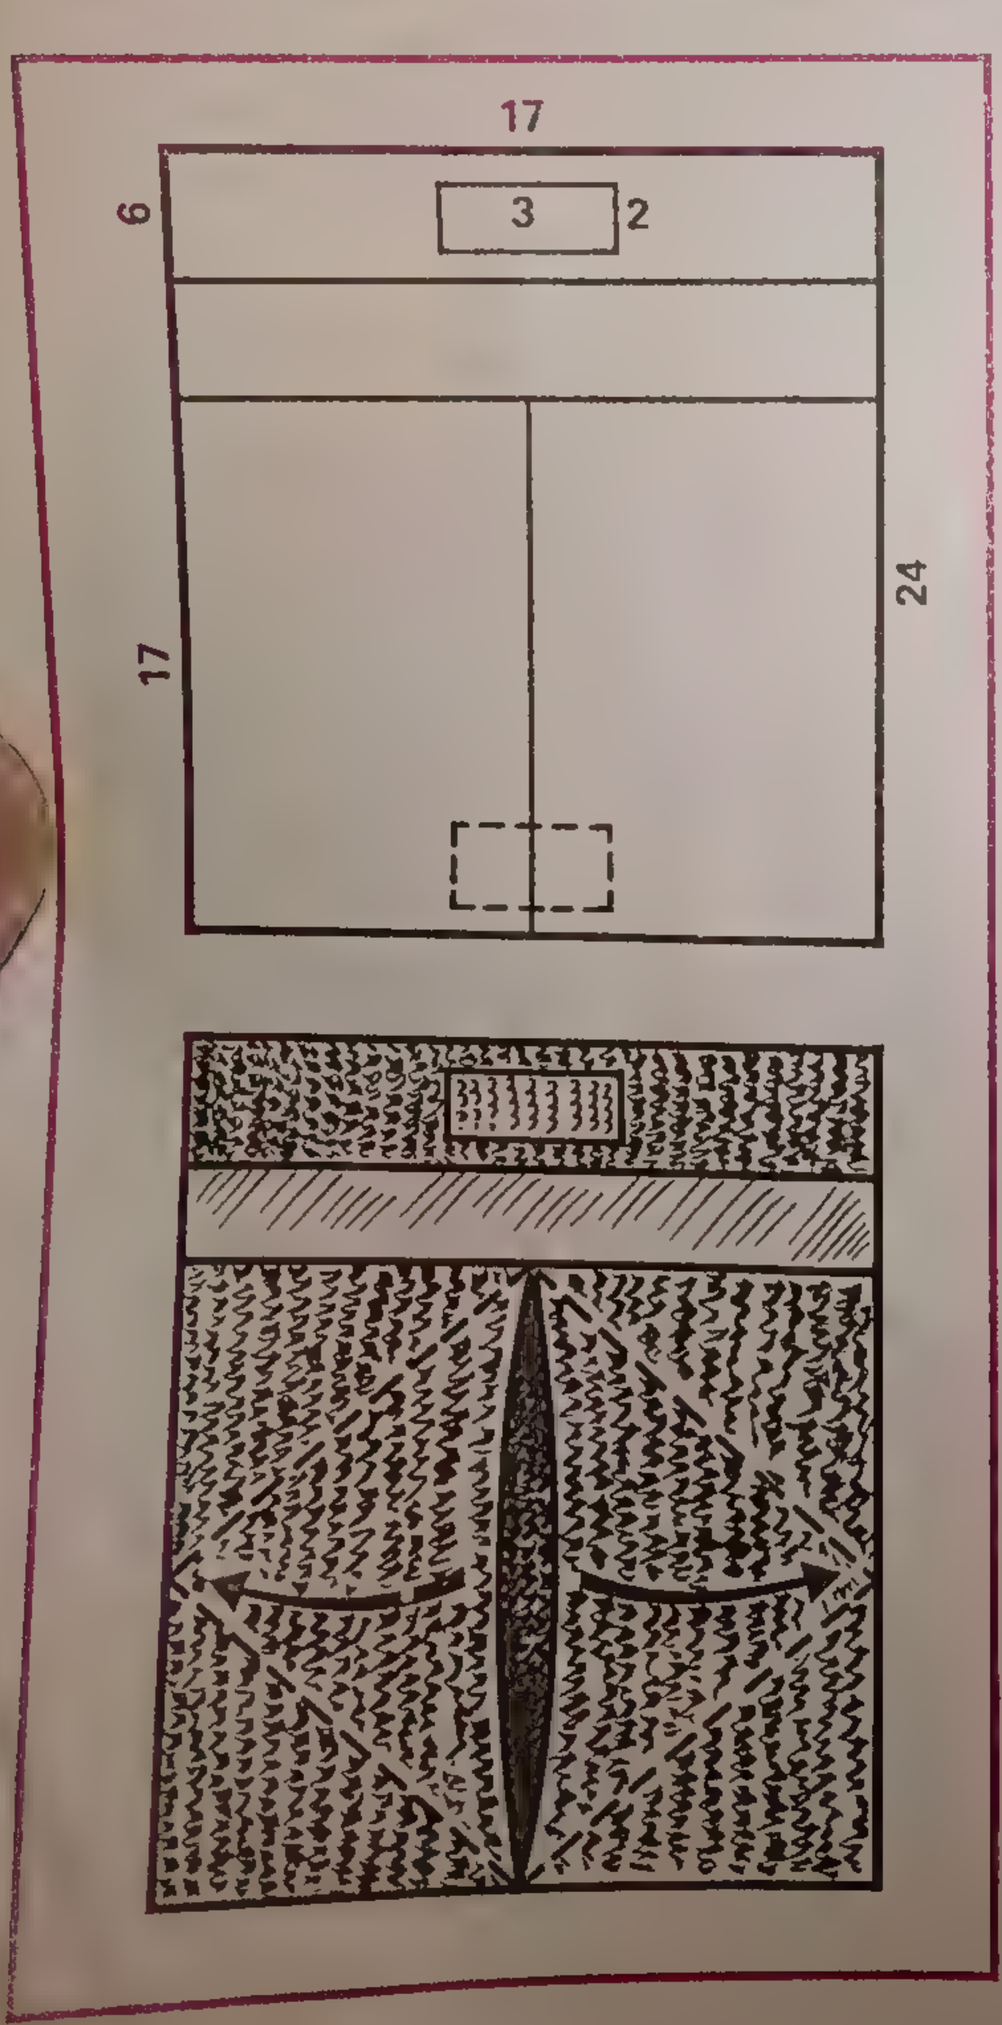

Рис. 39
детали б, в (17 см × 17см) — 2, деталь г (17 см× × 6 см) — 1 (рис. 39, а).
4) Сложить кошелек, как показано на рис. 39, б, растягивая деталь. В от центра в стороны и складывая по пунктирным линиям, чтобы получился карман для мелких денег.